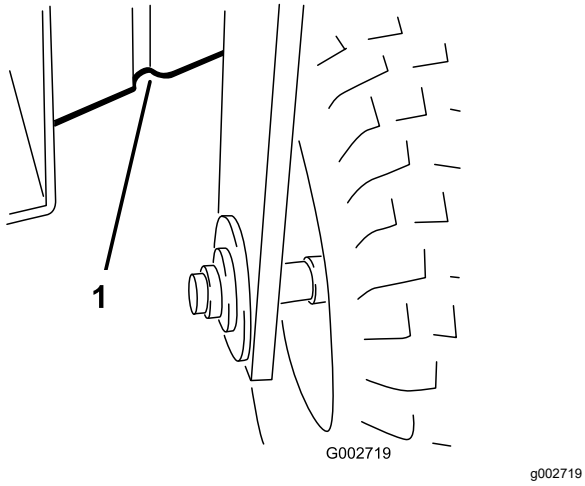

Figuur 18
- Voor-onder het frame achter het voorwiel (Figuur 18).